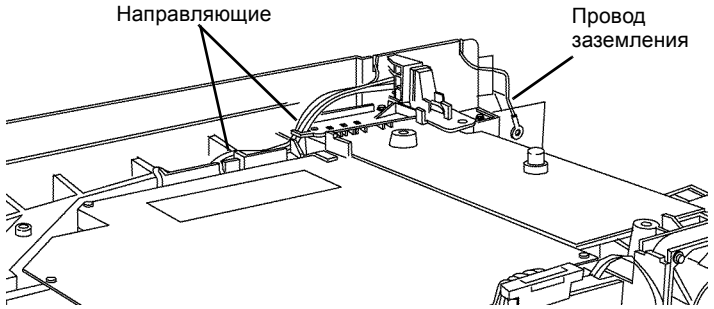

Рисунок 1 Проводка фьюзера, провод заземления и направляющие
7. Выньте провод заземления и проводку фьюзера из направляющих (Рисунок 1).